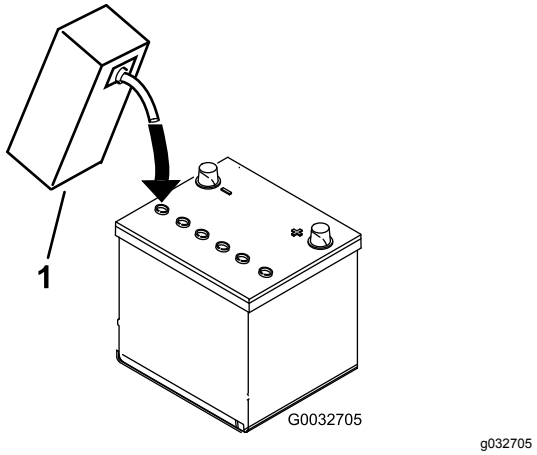

Rysunek 6
3. Ostrożnie napełnij każde ogniwo elektrolitem, tak aby płytki zostały przykryte warstwą płynu na wysokość około 6 mm (Rysunek 6).
4. Odczekaj około 20-30 minut, aby elektrolit wniknął w płytki. Zależnie od potrzeby uzupełnij elektrolit do poziomu około 6 mm od dna gniazda napełniania(Rysunek 6).